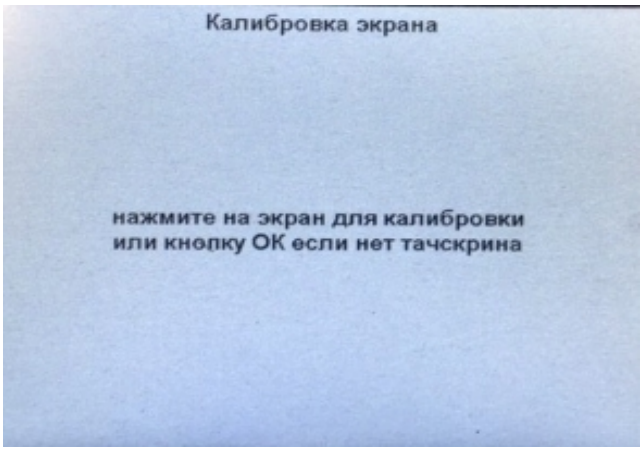

Рис.9.4. Сообщение «Калибровка экрана»
3. Нажать кнопку «Ввод», а затем выключить, и снова включить питание прибора. На дисплее должно появиться сообщение: «Калибровка экрана» (см. рис.9.4)